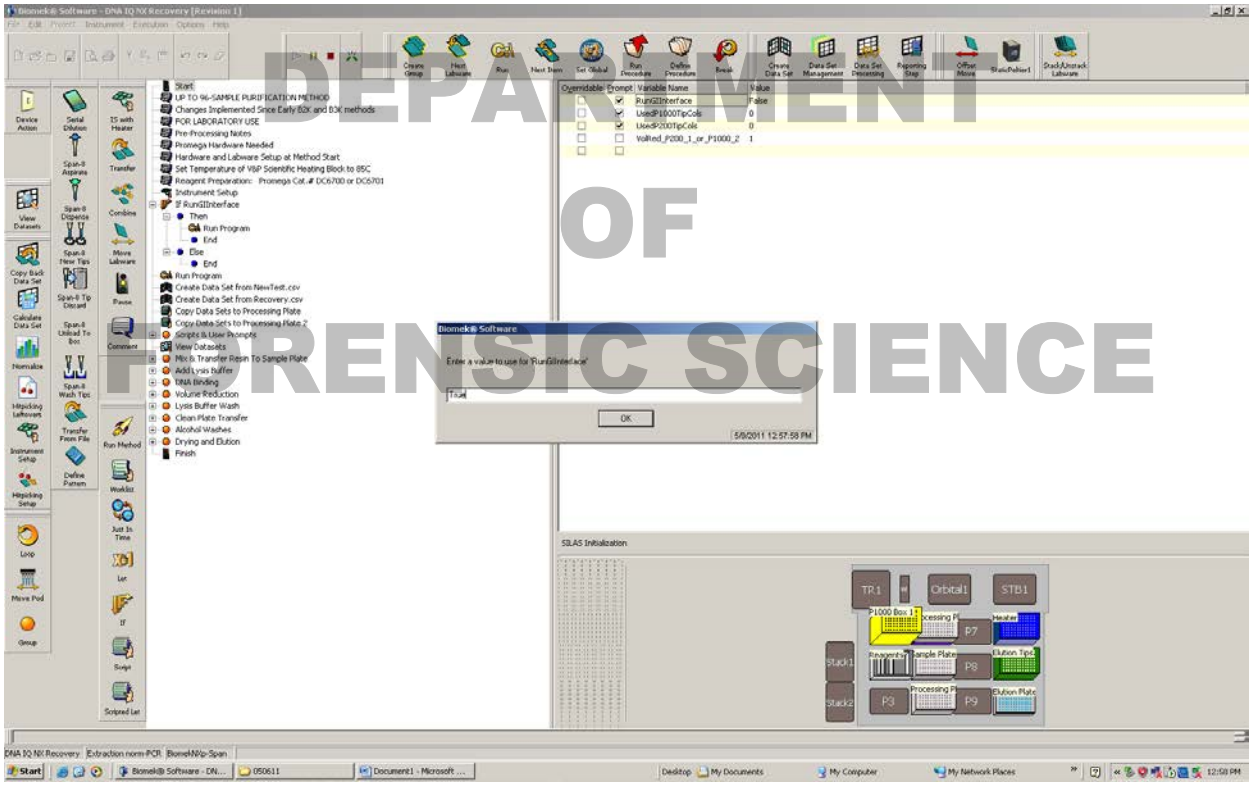

Figure 6. Prompt for running the GI Interface in the recovery method.
2.3.3.1 In addition to the regular series of prompts that appear in the standard extraction method (see steps 2.6.3.4 – 2.6.3.6 and 2.6.3.11 – 2.6.3.12 of section 2 Preparation of the Biomek® NX^P Automation Workstation for DNA Isolation), the GI Interface prompt (shown in Figure 6) will also appear.